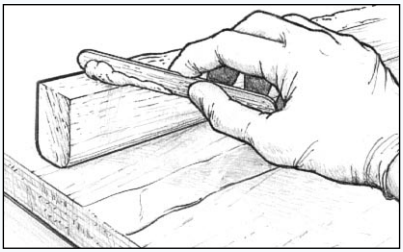

Figur 10 Påfør fortykket epoxy på en af limfladerne
2. Omdan resin-/hærderblandingen ved at iblande det korrekt fyldstof, indtil massen bliver stiv nok til at fylde eventuelle mellemrum mellem overflader, som skal sættes sammen og til at forebygge fuger uden resin. Påfør et jævnt lag af den fortykkede epoxy på **en** af limfladerne. Der skal påføres så meget, at en lille smule klemmes ud, når fladerne presses sammen *(Figur 10)*.